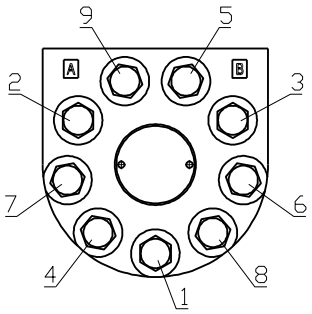

Fig.14
24. Install the screws in End cover. Tighten screws with 75÷80 Nm torque using a S=19 mm torque wrench in sequence as shown in Fig.14